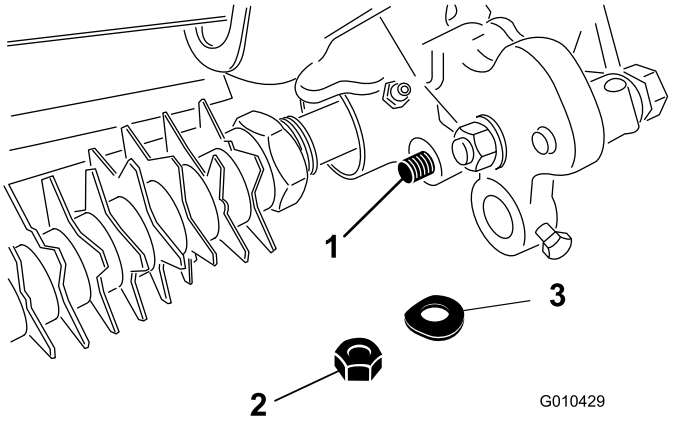

**Figura 15**
8. Sujete el extremo de la varilla del brazo de ajuste al conjunto de transmisión del acondicionador con una arandela de muelle y una contratuerca (3/8"), según se muestra en Figura 15.
13. Sujete el extremo de la varilla del brazo de ajuste al conjunto de transmisión del acondicionador con una arandela de muelle y una contratuerca (3/8"), según se muestra en Figura 15.